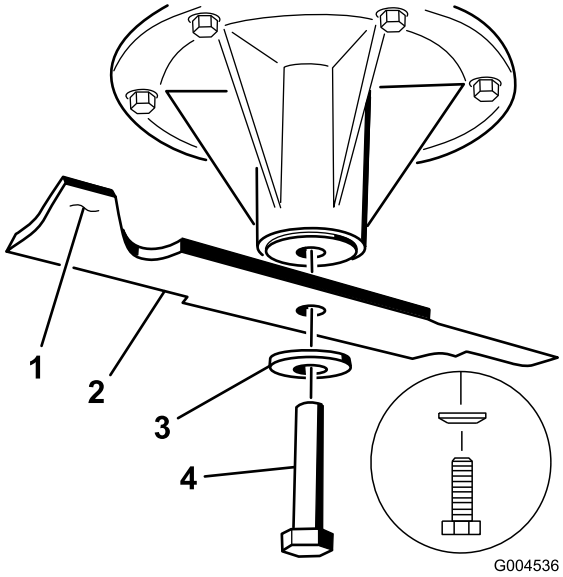

Figur 91
2. Avlägsna knivskruven, den böjda brickan och kniven från spindelaxeln (Figur 91).